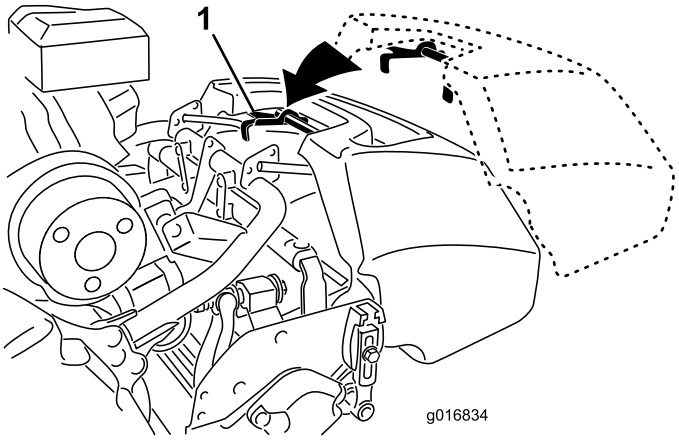

Figuur 9
1. Neem de grasmand vast bij de handgreep (Figuur 9).
2. Leid de rand van de grasmand tussen de zijplaten van het maaidek en over de voorste rol (Figuur 9).
3. Monteer de grasmandhaken over de framebeugel (Figuur 9).